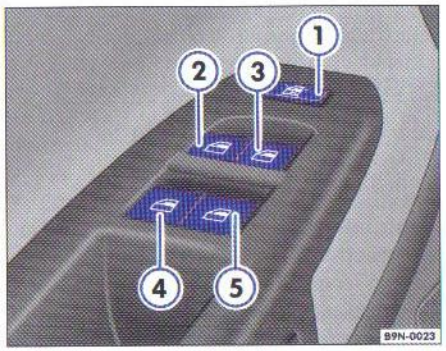

Fig. 16 Imagine din uşa conducătorului: Elementele de comandă pentru geamurile din faţă şi din spate
– Apăsaţi tasta ⇒ fig. 16 ⊞, pentru a deschide geamul respectiv.
Tastele ⇒ pagina 37, fig. 16" ② și ③ au două poziții pentru deschiderea și două pentru închiderea geamurilor. Astfel este mai ușor de controlat procesul de deschidere și închidere a geamurilor.